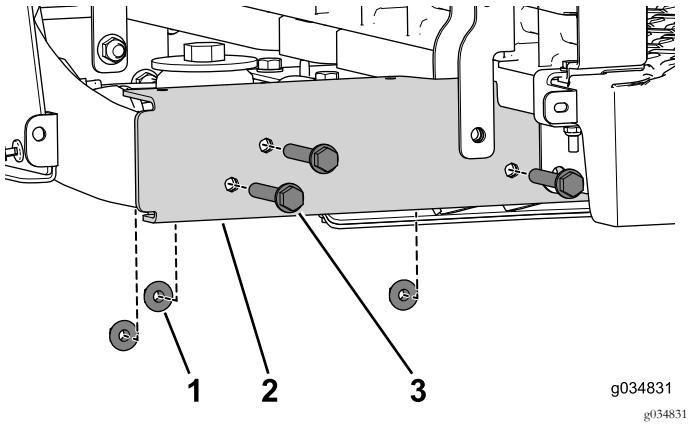

Figura 65
5. Rimuovete i 3 bulloni flangiati (3/8" x 2½") e i dadi (Figura 65). Effettuate questa operazione su entrambi i lati della macchina.